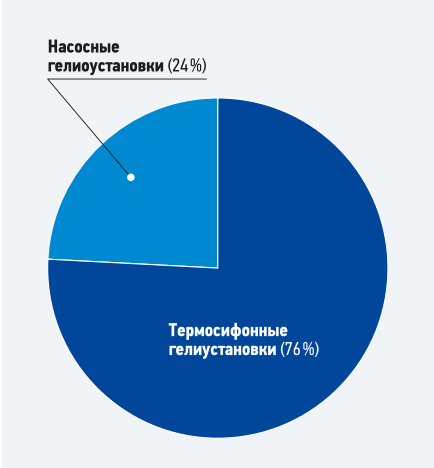
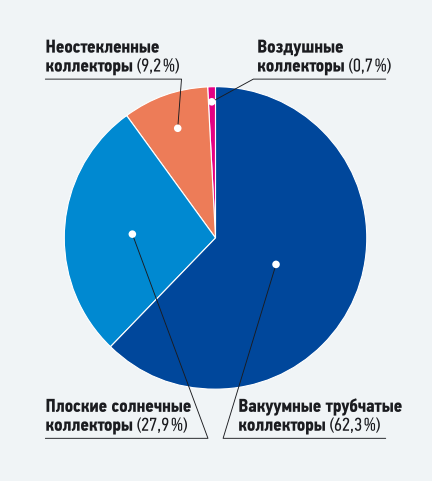

**Рис. 2. Структура гелиоустановок мира с остекленными ВСК* по принципу действия**
**Рис. 1. Структура площадей различных типов СК в мире**
В настоящее время в мире работают тепловые гелиоустановки общей установленной мощностью 268,1 ГВт с площадью коллекторов 383 млн м$^2$. Годовая выработка этих установок 225 ТВт·ч [1]. На рис. 1 представлена диаграмма распределения типов солнечных коллекторов (СК) гелиоустановок мира. Преобладают вакуумные трубчатые солнечные коллекторы — 208,76 млн м$^2$ (62,3 %). В Европе, более менее близкой центральной России по климатическим условиям, в первую очередь по солнечной радиации, наоборот, применяются плоские солнечные коллекторы — 87 %. На рис. 2 и 3 представлены распределения гелиоустановок по принципу действия и по назначению. Преобладают гелиоустановки для горячего водоснабжения (в мире — 95 %, в Европе — 78 %). По способу организации циркуляции теплоносителя в мире большинство составляют термосифонные гелиоустановки, в мире их насчитывается 76 % (рис. 2), в Европе их меньше — 40 %.
Большинство аспектов повышения эффективности тепловлажностной обработки воздуха связаны с особенностями тепломассообмена между жидкостью и газом в рабочих камерах соответствующих устройств. В настоящее время далеко не полностью раскрыты возможности использования контактных процессов тепло- и массообмена в ПА и ЦБА (рис. 1 и 2) для осуществления комплексной подготовки воздуха по температуре и влажности в целях создания необходимых климатических условий в жилом помещении.
**Рис. 1. Схема центробежно-барботажного аппарата (ЦБА)** [**1** — корпус; **2** — направляющий аппарат (завихритель); **3** — коллектор подвода газа; **4** — центробежно-барботажный слой; **5** — отверстия отвода жидкости]